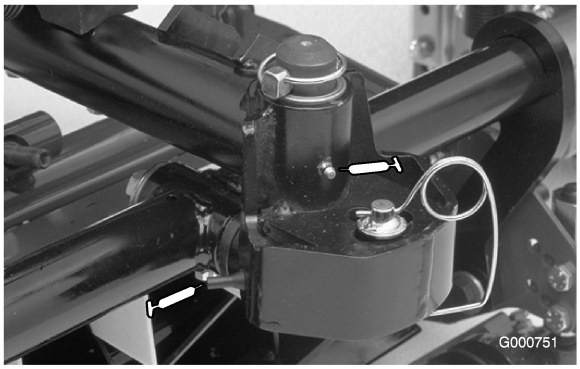

Figura 29
- Telaio portante degli elementi di taglio e perno (2 cad.) (Figura 29)